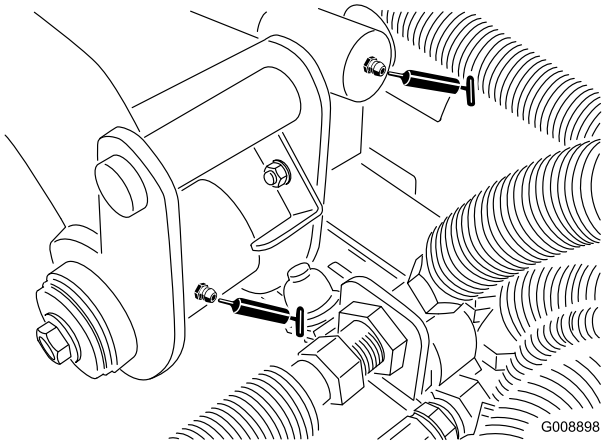

Figur 40
- Bakre løftearmstapp og løftesylindere (2) (Figur 40)